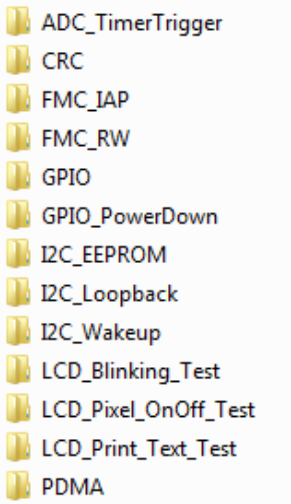

图 2-2 StdDriver目录下的文件
- StdDriver\：所有 IP 的常用范例都在该目录下，包括 UART、Timer、SPI 等。我截取了一部分，如下图 2-2